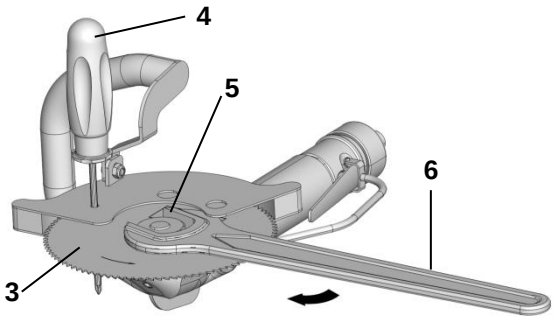
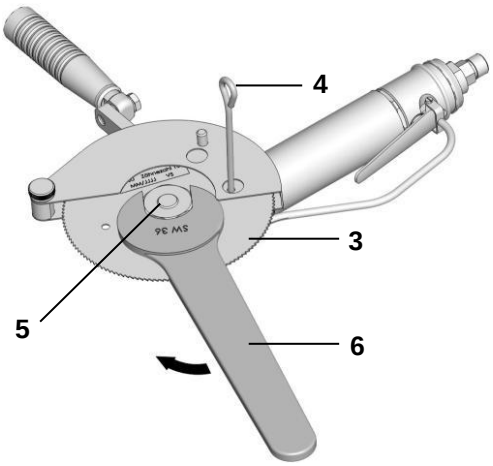

Fig. 10 Cambio del disco de sierra (SK 18-8D) (4)
Fig. 11 Cambio del disco de sierra (SK 16-8D) (5)
4. Bloquee el disco de sierra (3) con la ayuda de un perno de fijación (4) (u otra herramienta equivalente) y desatornille la tuerca de tensión (5) con la llave de boca fija (6) (rosca derecha) (Fig. 10 y Fig. 11).